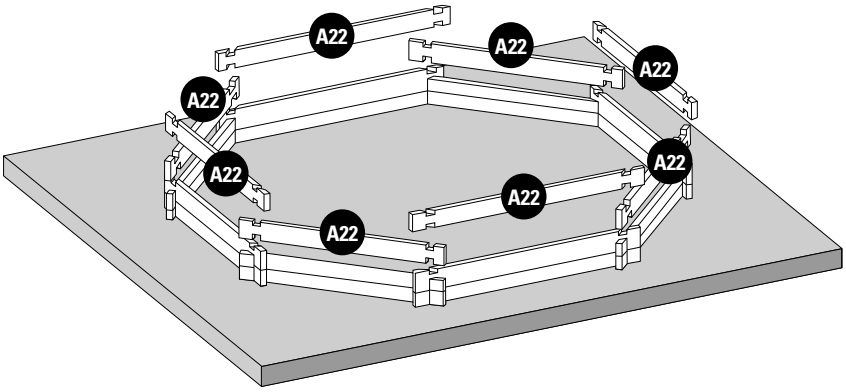

Fig. 3 / Abb. 3 / Afb. 3
3rd LAYER OF BOARDS: Install the third layer of boards as shown in figure 3. The position of the refilling fitting with the key and the skimmer should be defined at the start of the assembly (read the specific paragraphs).
3ÈME RANGÉE MADRIERS : Positionnez les madriers de la 3ème rangée conformément à la figure 3. Vous devez avoir déterminé l'emplacement de la buse de refoulement et du skimmer dès le début du montage (voir paragraphes espécifiques).
3. BRETTERREIHE: Platzieren Sie die Bretter der dritten Reihe laut Abb. 3. Zu Beginn der Montage müssen Sie die Lage des Druckventils und des Skimmers festlegen (lesen Sie hierzu die entsprechenden Abschnitte).
3ª RIJ PLANKEN: Plaats de planken van de derde rij zoals te zien is op afbeelding 3. U moet al bij aanvang van de montage bepalen op welke plaats het uitstroommondstuk en de skimmer moet komen (less de betreffende paragrafen).